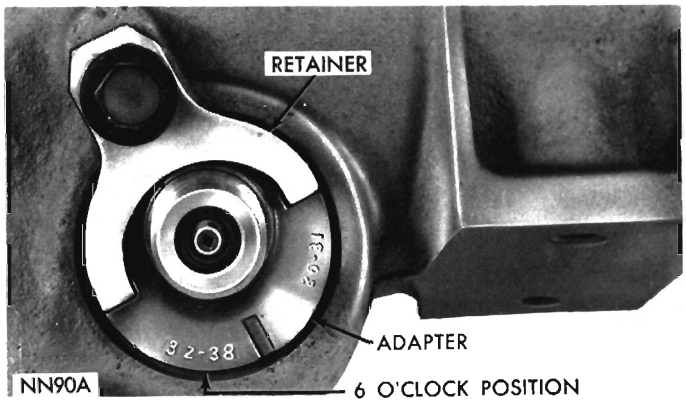

Fig. 8—Speedometer Pinion and Adapter—Installed
(1) Place drain pan under adapter or drain transmission.
(2) Remove bolt and retainer securing speedometer pinion adapter to extension housing (Fig. 8).
(3) With cable housing connected, carefully work
(6) With proper gear tooth range number in 6 o'clock position, carefully press assembly into extension housing (Fig. 8).
(7) Install retainer and bolt, with retainer tangs in adapter positioning slots. Tap adapter firmly into ex-
pinion adapter in extension housing (Fig. 8). Carefully work adapter and pinion out of extension housing.